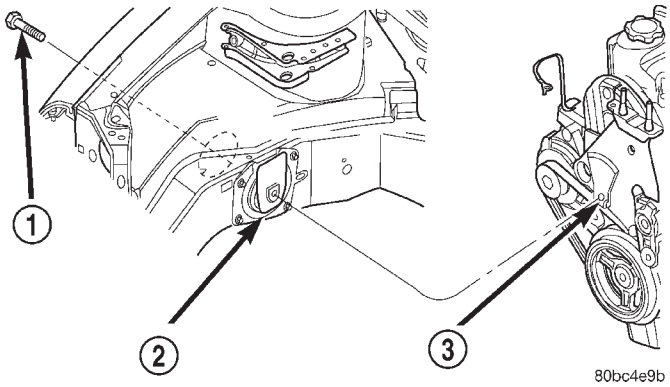

Abb. 21 Befestigung der Motoraufhängung am Aufhängungsträger
(5) Durchgangsschraube zur Befestigung der rechten Motoraufhängung am Aufhängungsträger lösen (Abb. 21).
(2) Schraube eindrehen, mit der die Motoraufhängung am Aufhängungsträger befestigt wird (Abb. 21). Schraube mit einem Anzugsmoment von 118 N·m (87 ft. lbs.) festziehen.